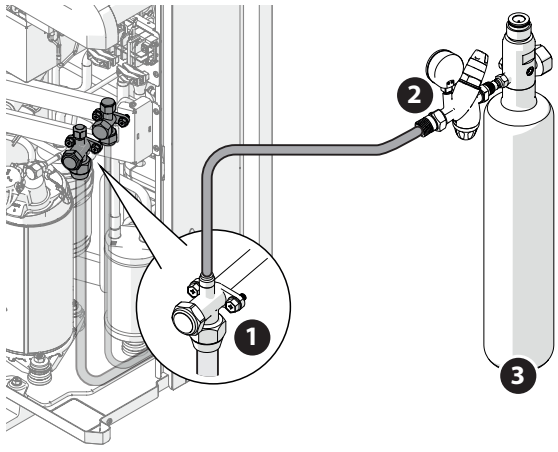

Fig. 51
- Branchez la bouteille d'azote via le détendeur et le tuyau flexible à la prise de service ("Fig. 51").